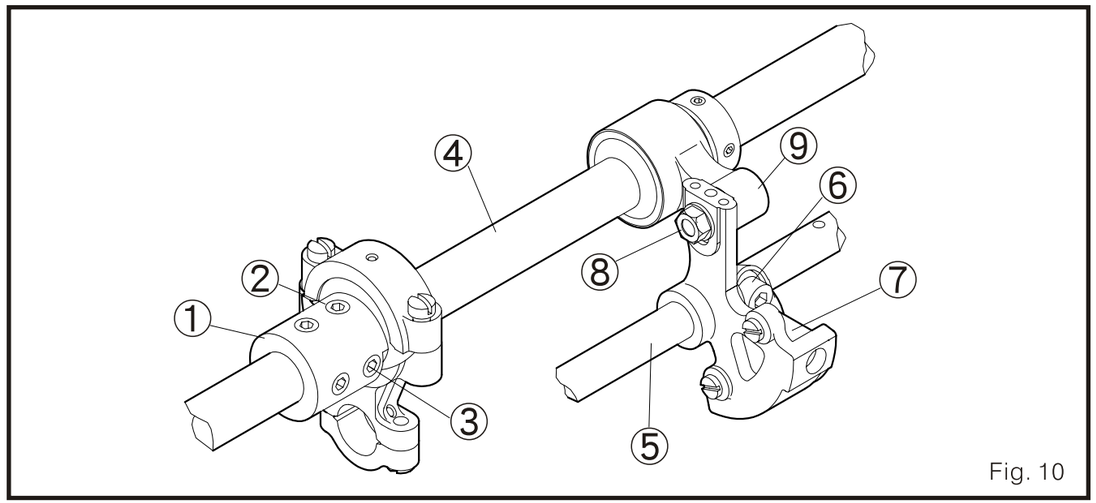

Fig. 10
(1) Afloje la barra del eje conector del bucleador 7, y el tornillo fijo 6.(Fig.10)
Para ajustar: (Fig. 10)